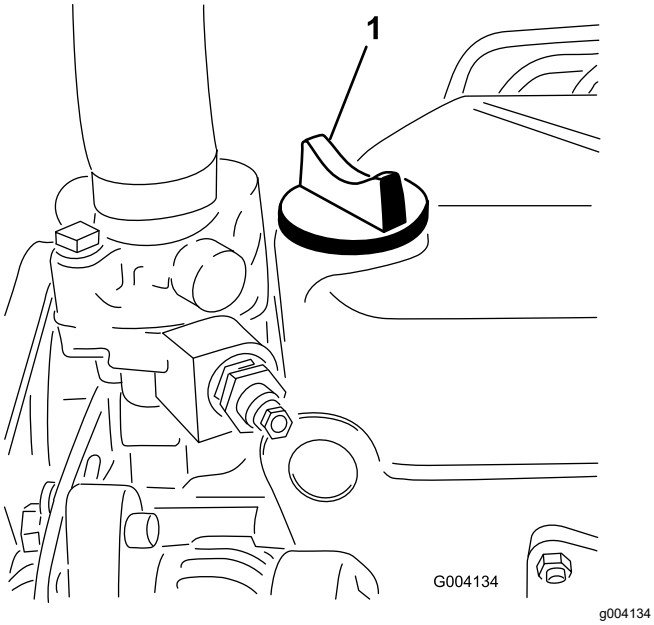

Rysunek 60
5. Jeżeli poziom oleju znajduje się poniżej oznaczenia FULL na wskaźniku bagnetowym, odkręć korek wlewu (Rysunek 60) i dolewaj olej aż poziom osiągnie oznaczenie FULL na bagnecie.